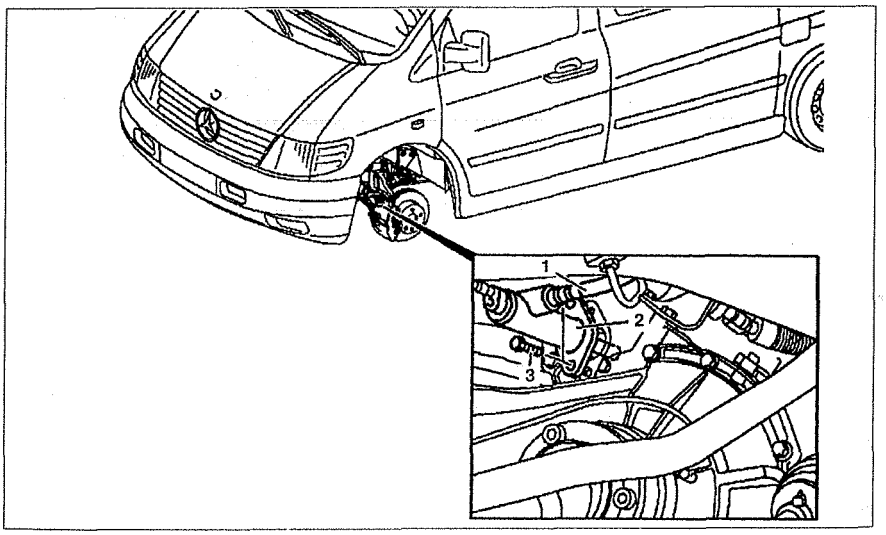

Рис. 6.5. Рабочий цилиндр сцепления (только на автомобилях с двигателями 111.948 и 601.970):
3. Отсоедините гидропровод **1** от фиксатора (см.рис.6.5).